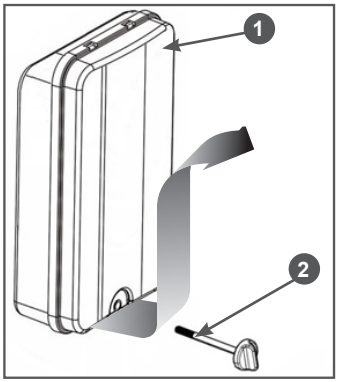

Рис. 20 Снятие крышки воздушного фильтра
1. Открутите винт 2 крепления крышки воздушного фильтра. Далее оттяните нижнюю часть крышки 1 воздушного фильтра на 2-3 см от корпуса воздушного фильтра, после чего подайте её вверх и снимите с корпуса (Рис. 20).